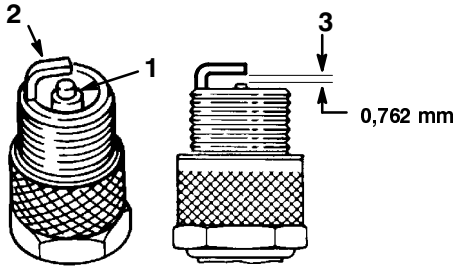

Bild 18
1. Sehen Sie sich die Mitte der Zündkerze(n) an (Bild 18). Wenn der Kerzenstein hellbraun oder grau ist, ist der Motor richtig eingestellt. Eine schwarze Schicht am Kerzenstein weist normalerweise auf einen schmutzigen Luftfilter hin.
2. Prüfen Sie den Abstand zwischen den mittleren und seitlichen Elektroden (Bild 18). Verbiegen Sie die seitliche Elektrode (Bild 18), wenn der Abstand nicht stimmt.